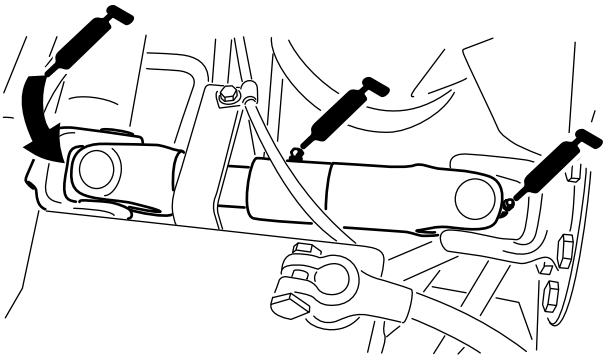

Figur 53
- Pumpdrivaxelns U-led (3) (Figur 53)